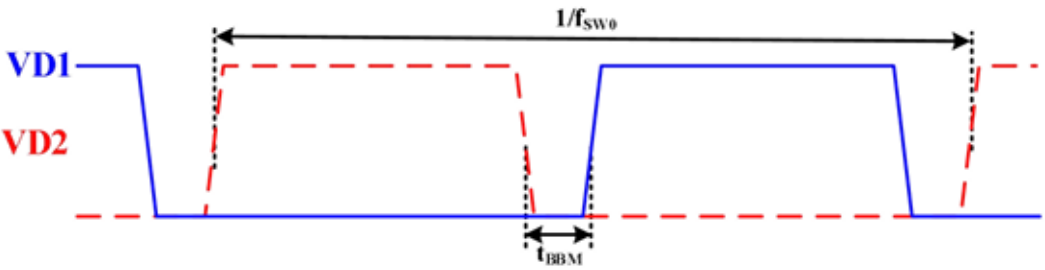

*Figure 12: Waveform timing for VD1 and VD2 during operation*
*Figure 12* illustrates the waveform timing for VD1 and VD2 during operation. The outputs alternate in a push-pull configuration with a 50% duty cycle. A short dead time (tBBM) is introduced between transitions to prevent shoot-through current, ensuring reliable transformer excitation.